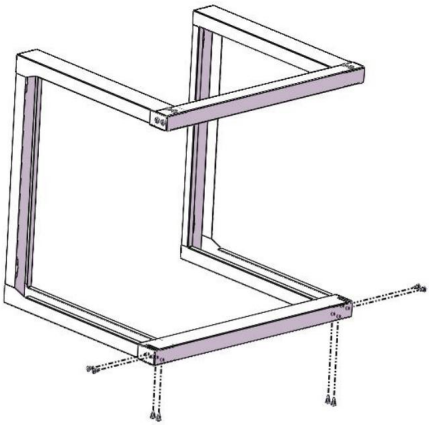

Figura 1
1. Inserte la viga transversal inferior (2) en el soporte tipo U izquierdo (1) y en el soporte tipo U derecho (1), asegúrela con 8 tornillos de fijación de montaje M5 (4). Vea la figura 1.